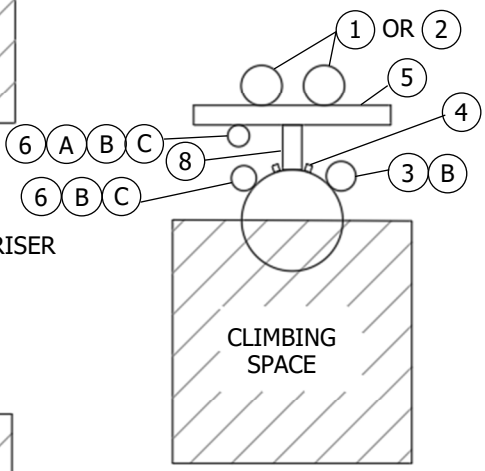

FIGURE 3
(B) FOR NEW CONSTRUCTION WITH AN EXISTING SDG&E RISER ON THE POLE (FIGURE 3), ONE 3-INCH RISER MAXIMUM ON THE POLE AND ONE 3-INCH RISER MAXIMUM ON THE BACKSIDE OF THE LADDER ARM BRACKET ARE PERMITTED BACK-TO-BACK.